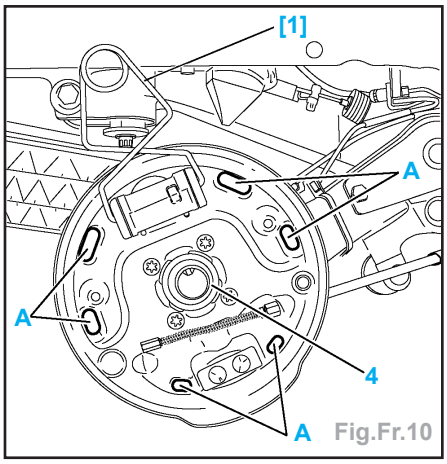

Fig.Fr.10
- Placer l'outil [1] (pince à cylindre de roue) sur le cylindre de roue (Fig.Fr.10).